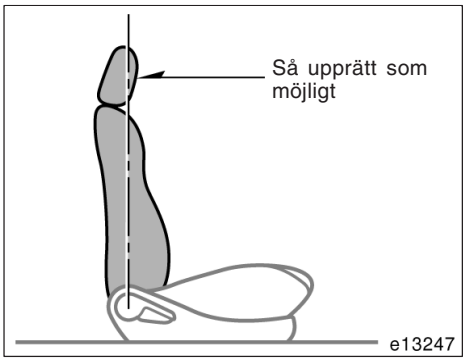

BILD 1
- När du måste använda en framåtvänd bilbarnstol i framsätet skall du sätta ryggstödet i upprätt läge och låsa fast det i det läget. (Se Bild 1.)